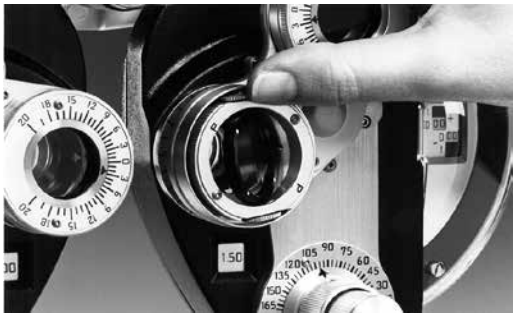

Figura JC-2 Virar o Cilindro cruzado
4. O teste de verificação do eixo é realizado do modo normal com a lente do cilindro cruzado virada da posição I para a posição II. Consulte a Figura JC-2.